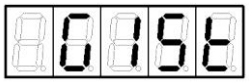

Рисунок 17
3. Нажимать кнопку ← или → до появления на индикаторе слова "GIST" (рисунок 17).